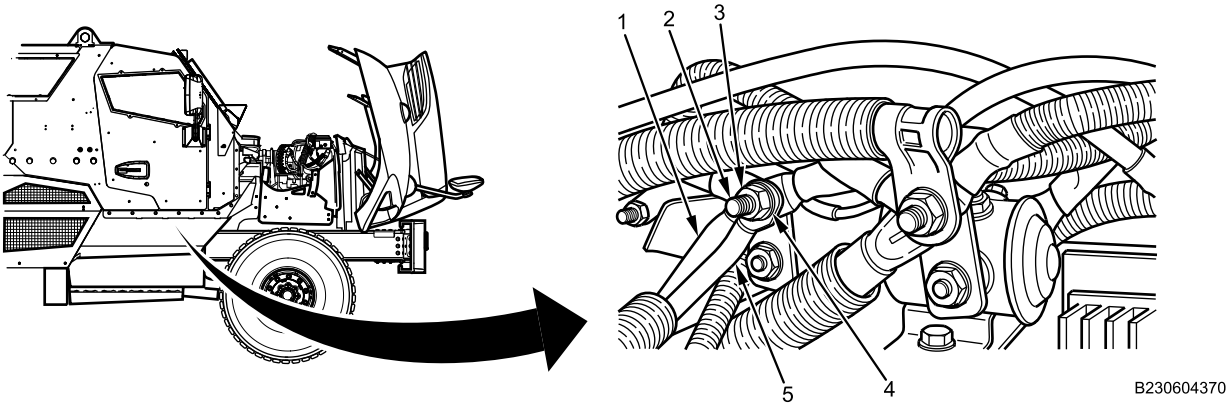

Figure 6. IP Feed Harness Connector Installation at 12V Solenoid.
7. Connect IP feed harness connectors (Figure 6, Item 1 and 5) to 12V solenoid terminal (Figure 6, Item 2) with new lockwasher (Figure 6, Item 4) and nut (Figure 6, Item 3). Tighten nut securely.